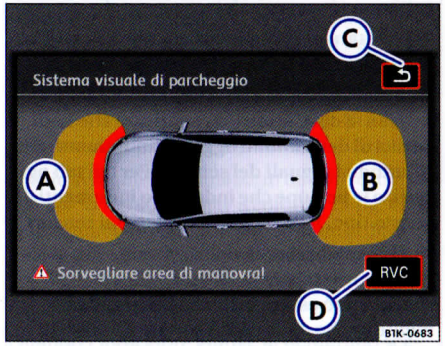
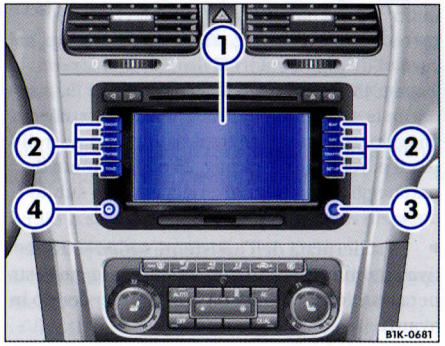

Fig. 38 Settori monitorati: davanti Ⓐ e dietro Ⓑ il veicolo (display a colori)
Fig. 39 Comandi: schermo ①, tasti dei menu principali ②, manopola di regolazione ③, interruttore e regolatore del volume ④
Sullo schermo ⇒ fig. 39 ① della radio[19] o del navigatore[19] vengono visualizzati il settore antistante ⇒ fig. 38 Ⓐ e il settore retrostante Ⓑ al veicolo nonché la posizione degli eventuali ostacoli ⇒ pag. 47, ⇒ ⚠.
Se il veicolo è munito di retrocamera ⇒ pag. 27 è possibile, premendo il tasto di funzione ⇒ pag. 45, fig. 38 Ⓓ[20], passare dalle immagini dell'assistente ottico di parcheggio a quelle della retrocamera. Il tasto di funzione Ⓓ è visibile solo quando è inserita la retromarcia.
- La schermata dell'assistente ottico di parcheggio si può far scomparire premendo sulla radio[19] o sul navigatore[19] uno dei tasti dei menu principali ⇒ pag. 45, fig. 39 ② oppure, nel caso di display a colori, il tasto di funzione ⇒ pag. 45, fig. 38 Ⓒ dello schermo. Per far riapparire la schermata dell'assistente ottico di parcheggio, si deve spegnere il sistema di controllo per il parcheggio[19] ⇒ pag. 25 o l'assistente di parcheggio[19] ⇒ pag. 36 e riaccenderlo subito dopo.
Sullo schermo della radio[21] o del navigatore[21] la figura visualizzata ⇒ pag. 45, fig. 38 mostra i settori monitorati davanti e dietro il veicolo. Gli ostacoli captati nella zona antistante il veicolo sono rappresentati fino ad una distanza di 120 cm in senso longitudinale e di 60 cm rispetto ai lati. Gli ostacoli captati nella zona retrostante il veicolo sono rappresentati fino ad una distanza di 160 cm in senso longitudinale e di 60 cm rispetto ai lati.